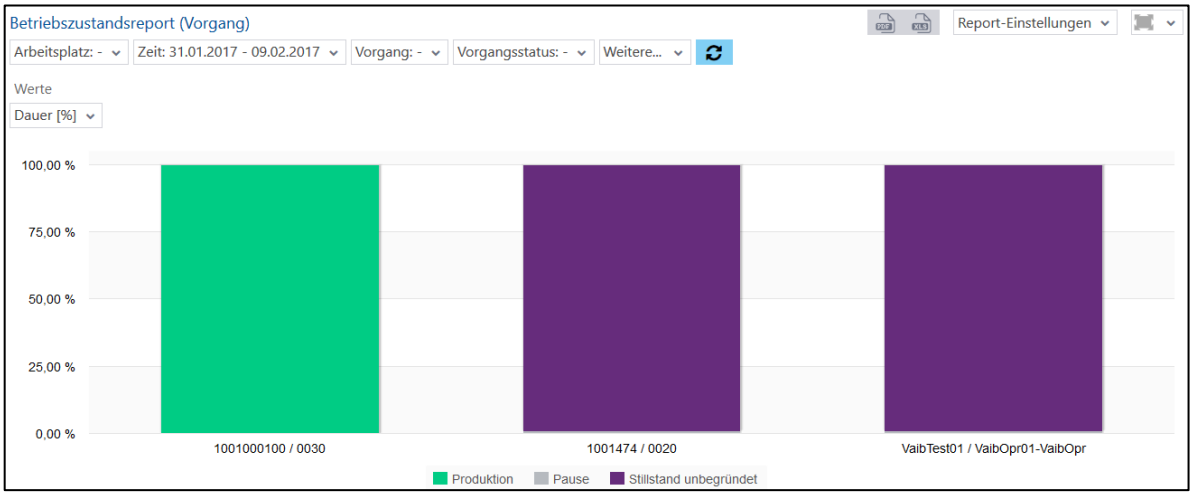

**Bild 87: Betriebszustandsreport (Vorgang) als Säulendiagramm**
- Betriebszustandsreport (Vorgang) als Säulendiagramm (Bild 87):